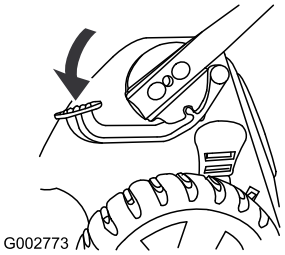

Figur 49
3. Spruta en vattenstråle framför det högra bakhjulet (figur 49) medan motorn är igång och kniven är inkopplad.
1. Trampa på fotpedalen och håll den nere (Figur 49).